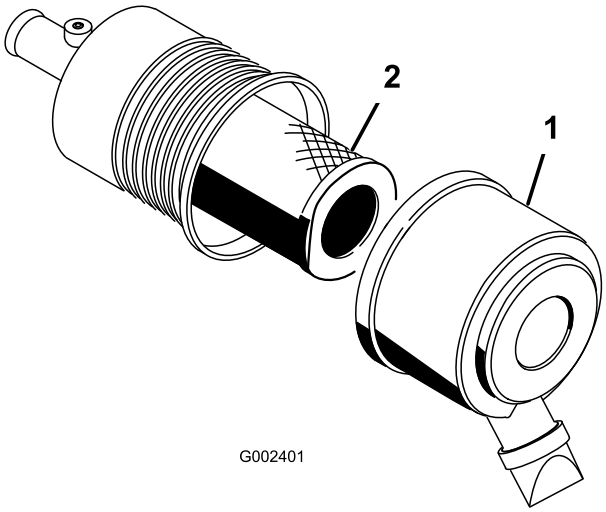

**Figur 43**
1. Åbn låsene på luftfilteret, og træk luftfilterdækslet af luftfilterhuset (Figur 43).
3. Skub forsigtigt filteret ud af luftfilterhuset (Figur 43).
5. Skub forsigtigt filteret over husets rør (Figur 43).
6. Monter luftfilterdækslet med siden opad, og fastgør låsene (Figur 43).